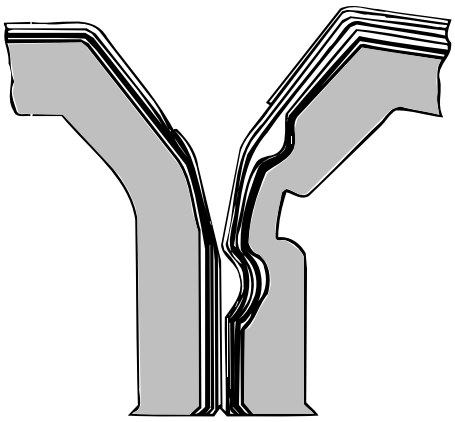

fig. 2
**no** hay rotura (fig. 2).
Aumentar la potencia del TPIH en pasos de 20 divisiones de la escala y comprobar hasta que se alcancen las condiciones de la fig. 2 o de la fig. 3, ver la sección *Configuración de la potencia de soldadura transversal TPIH*.